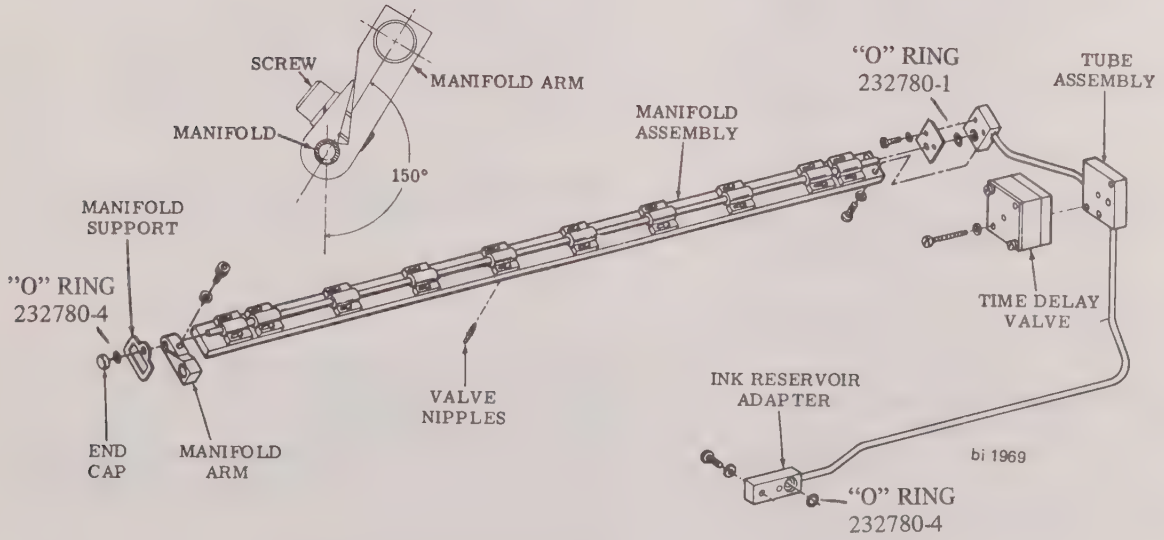

FIGURE 6-14 MANIFOLD ASSEMBLY
NOTE: Refer to Figure 6-14.
NOTE: Preformed packing should always be replaced during re-assembly see Figure 6-14 for part numbers.
1. Slide manifold arm onto manifold and locate in position as shown in Figure 6-14. Apply locktite (grade E) or equivalent to threads of screw and tighten screw to 17 in-lb± 1 in-lb.
2. Assemble time delay valve as shown in Figure 6-14.
1. Slide manifold arm onto manifold and locate in position as shown in Figure 6-14. Apply locktite (grade E) or equivalent to threads of screw and tighten screw to 17 in-lb ±1 in-lb.